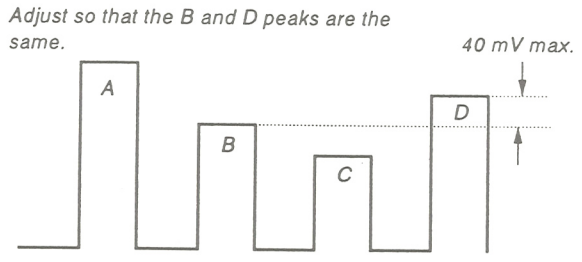

Fig. 17
4) Adjust CHROMA PAL NOR so that the tops of the waveform line up. (Fig. 17)